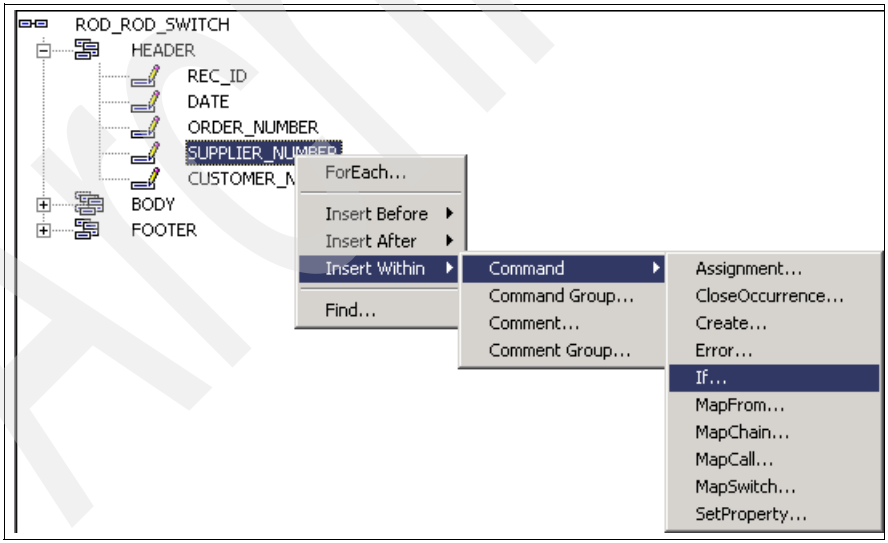

Figure 16-3 Insert If command
7. Expand the HEADER record in the Mapping Command window. Right-click the **SUPPLIER_NUMBER** field and select **Insert Within** → **Command** → **If** (Figure 16-3). The Mapping Command Editor opens.